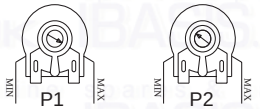

Fig. 19
d. Adjust the potentiometer P1 on the PCB (fig. 19) in the control panel until the required burner pressure is obtained (Anticlockwise to reduce the pressure).